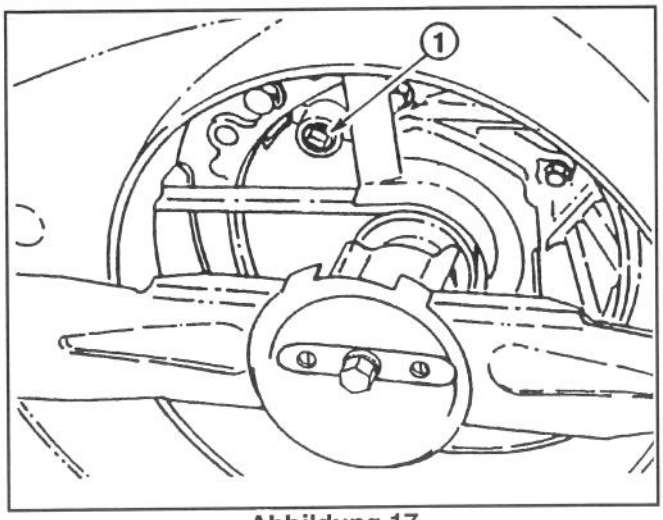

Abbildung 17
3. Den Mäher nach links kippen. Die Ablaßschraube auf der Unterseite mit einem Steckschlüsseleinsatz (9,5 mm) und einem Schraubenschlüssel zum Drehen entfernen (Abb. 17). Eine Wanne unter den Mäher stellen.